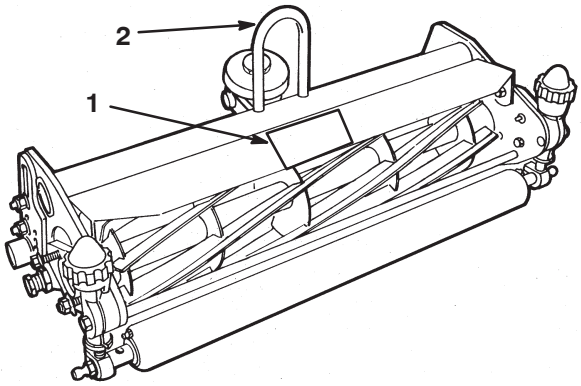

Figure 7
15. Affix a rubber pad to each cutting unit shield. Center the pad on the shield and in front of the lift bail (Fig. 7).